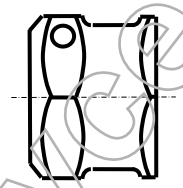

FIGURE 25 – UNION NUTS
- Free running union nuts AS15700 and AS63750 series: Figure 25